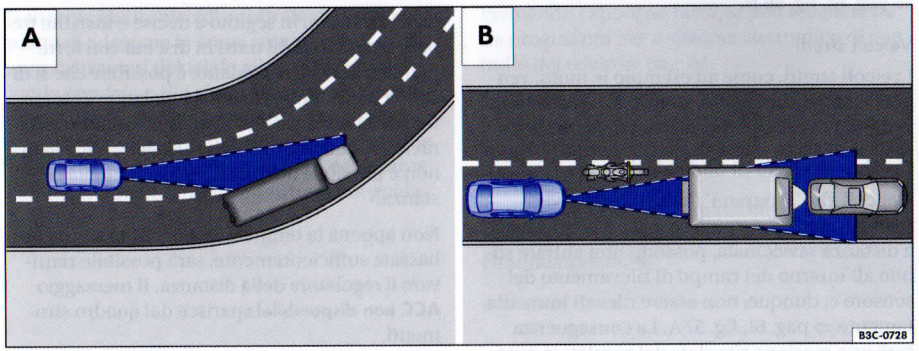

Fig. 56 Fig. A: veicolo in prossimità di una curva. Fig. B: motoveicolo che procede al di fuori del campo di rilevamento del sensore
- in curva ⇒ fig. 56 A
- quando non si è ben allineati rispetto al veicolo che si ha davanti ⇒ fig. 56 B
- in presenza di veicoli stretti ⇒ fig. 56 B
In curva può succedere che il sensore reagisca, causando un rallentamento, per la presenza di un veicolo che si ha davanti ma che procede su una corsia accanto alla nostra ⇒ fig. 56 A. L'azione di rallentamento può essere interrotta premendo il pedale dell'acceleratore. ▶
Un veicolo che ci precede viaggiando non allineato al nostro, specialmente se si tratta di un veicolo stretto, come ad esempio una motocicletta, può essere captato solo se si trova all'interno del campo di rilevamento del sensore ⇒ pag. 61, fig. 56 B.
I veicoli stretti, come ad esempio le moto, vengono spesso captati con ritardo e, talvolta, non vengono captati affatto ⇒ pag. 61, fig. 56 B.